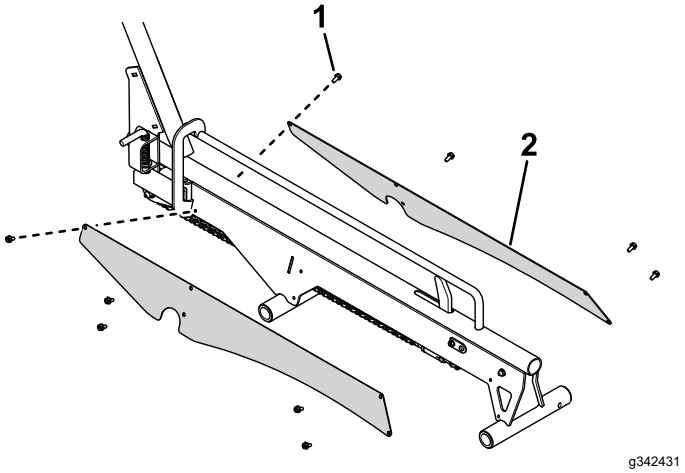

Rysunek 8
10. Użyj 10 śrub imbusowych, aby zamocować osłony łańcucha do szyn (Rysunek 8).